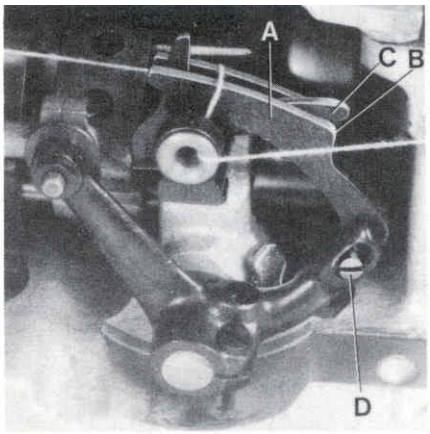

Fig.11
On the two thread double locked stitch styles, the height of the looper thread take-up (A, Fig. 11) is set so, that the cast-off hook (C) forces the looper thread over the corner (B) of the looper thread take-up (A) at the time the point of the descending needle is flush with the lower edge at looper or projects up to 1 mm (.040") below the lower edge of looper.
Bei den Zweifaden-Doppelkettenstichmaschinen wird die Höhe des Greiferfadenaufnehmers (A, Fig. 11) so eingestellt, daß der Greiferfadenabzugshaken (C) den Greiferfaden zu dem Zeitpunkt über die Ecke (B) am Greiferfadenaufnehmer (A) zieht, wenn die Spitze der sich nach unten bewegenden Nadel mit der Unterkante des Greifers bündig ist oder bis zu 1 mm unterhalb der Greiferunterkante steht.
For setting the looper thread take-up loosen screw (D, Fig. 11)When needle point is positioned above the lower edge of looper, the looper thread take-up (A) has to be raised accordingly. When the needle point is positioned more than 1 mm (.040") below the lower edge of looper, the looper thread take-up (A) has to be lowered accordingly. Retighten screw (D).
Zur Einstellung des Greiferaufnehmers lösen Sie die Schraube (D, Fig. 11).